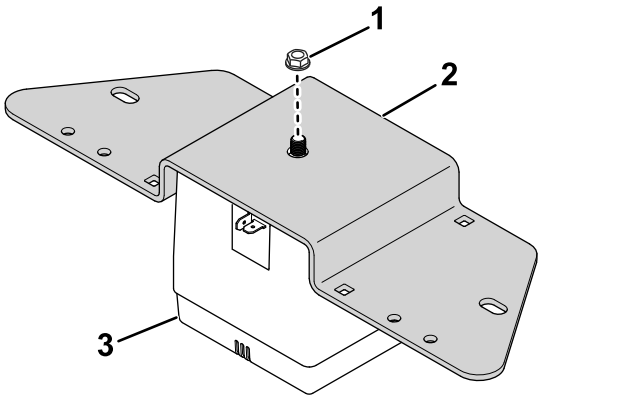

Figur 25
13. Brug den eksisterende møtrik på hornet til at fastgøre hornet til hornmonteringsbeslaget (Figur 25).